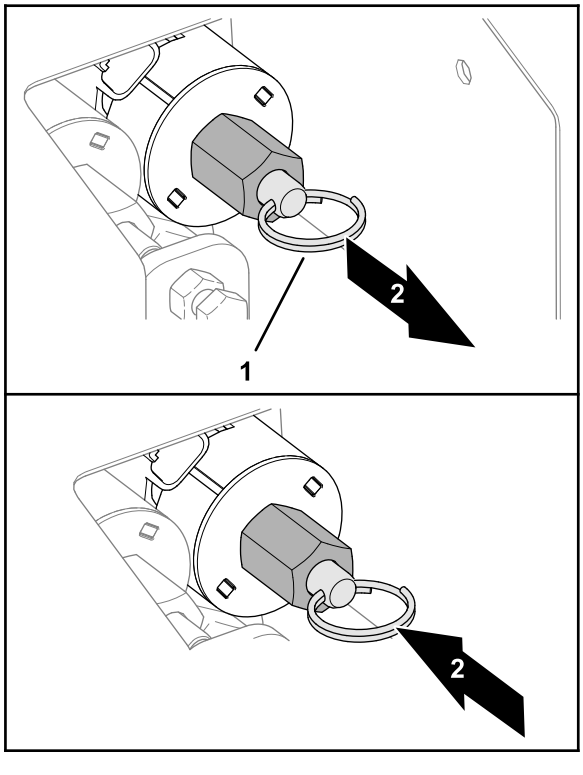

Figur 32
- Sänk tråget (Figur 32) genom att dra i ringen på ventilskaftet.
- Höj tråget (Figur 32) genom att trycka in ringen på ventilskaftet.